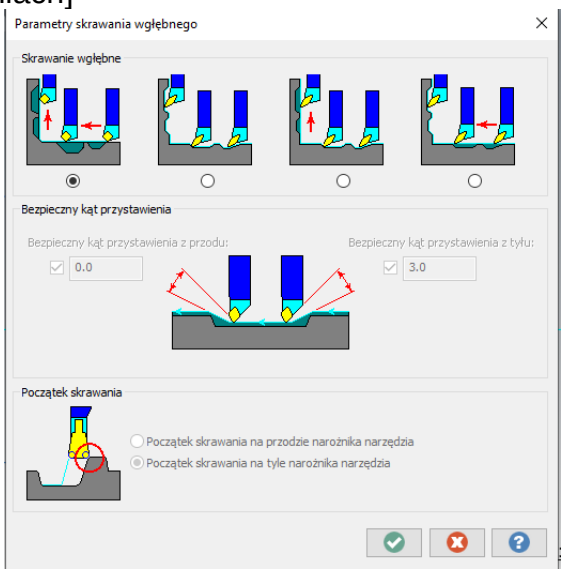

Rys. 83. Parametry wgłębiania.
-Parametry wgłębiania (Rys. 83)- Jeżeli kształt i geometria wybranego narzędzia na to pozwala, istnieje możliwość ustawienia aby narzędzia wykonywało również rowki i podtoczenia na różnych płaszczyznach. Domyślnie ta funkcja jest wyłączona, narzędzie omija wykonywanie tych kształtów. Wtedy rowki, podtoczenia robi się dedykowanym zabiegiem.